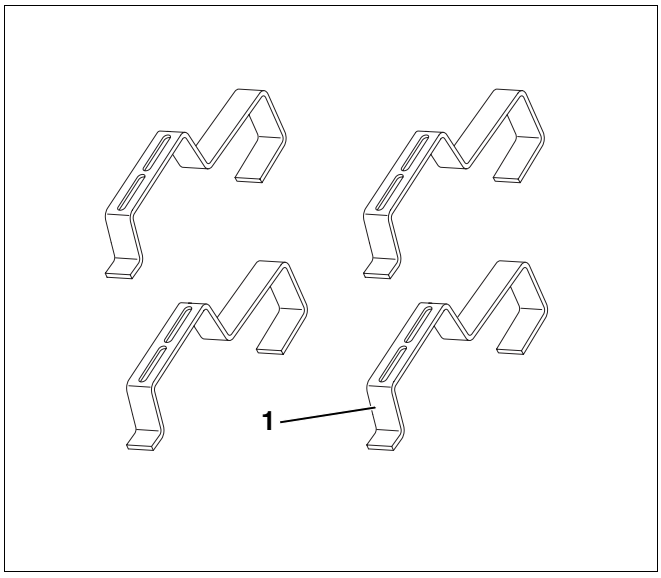

Afb. 5 Montageset dakhaken
4.2.4 Montageset dakhaken (voor dakbedekking met pannen) – afb. 5